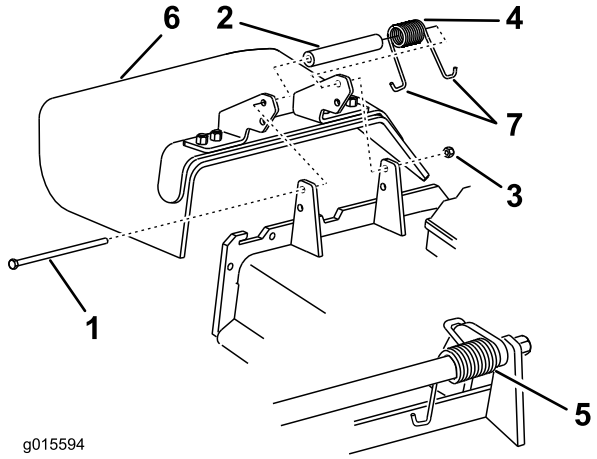

Figur 97
1. Fjern låsemøtrikken, bolten, fjederen og afstandsklodsen, som fastgør græsdeflektoren til akselbeslagene (Figur 97). Fjern den beskadigede eller slidte græsdeflektor.
Bemærk: Sørg for, at den ene af fjederens **J** ender er installeret bag skjoldets kant, før bolten monteres som vist i Figur 97.
3. Monter bolten og møtrikken. Placer en af fjederens **J**-formede ender omkring græsdeflektoren (Figur 97).